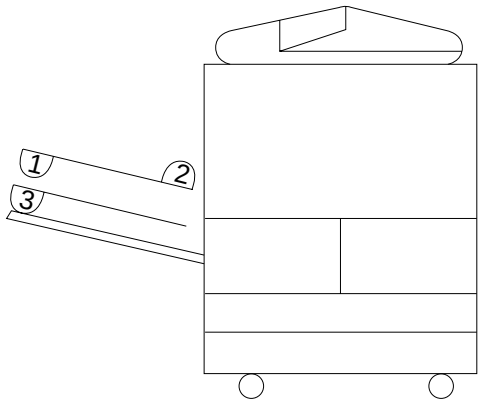

Figure 5-623a
a. If copies are made of an odd number of originals in reversal delivery and skipping modes, they will be stacked as shown in Figure 5-623a.